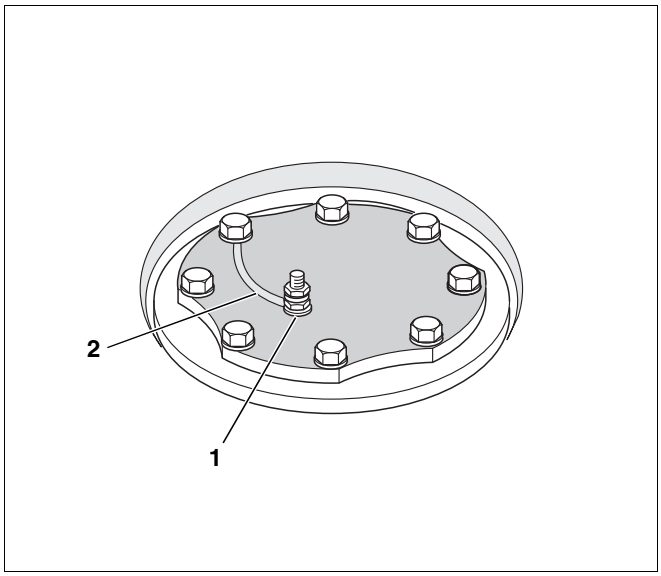

Fig. 5 Conectarea anodului de magneziu
- Se verifică dacă este conectat cablul de împământare (fig. 5, **poz. 2**) al anodului de magneziu.